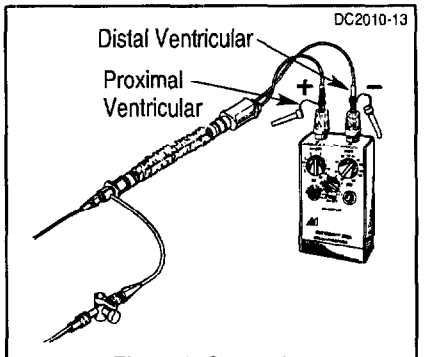

Figure 6. Connection of leads to external pacemaker
7. Connect the distal and proximal electrodes to the negative and positive pacemaker terminals, respectively (Figure 6), and determine the pacing threshold. A threshold of 1.0 to 2.0 mA is generally an indication of proper electrode placement. An initial threshold greater than 5 mA indicates poor probe placement, possibly in the RV outflow tract. Withdraw the probe several centimeters and reposition the probe in the RV apex. Best pacing thresholds are obtained with the probe approximately 5 cm out of the RV port. Stable pacing cannot usually be obtained with the probe out less than 3 cm.